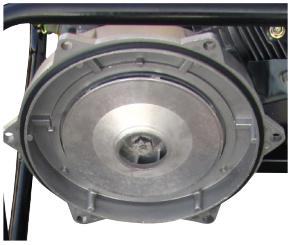

Abbildung 2
- Schrauben Sie das Pumpenrad GEGEN den Uhreigersinn von der Welle ab (siehe Abbildung 2).